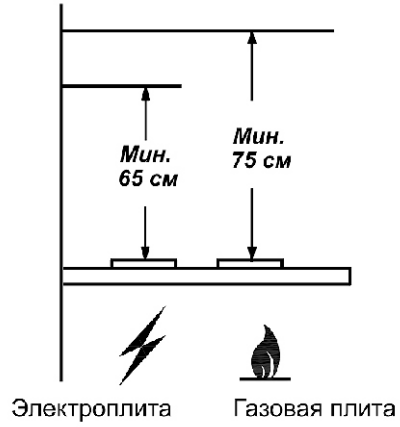

рис. 1
1.2 Вытяжку устанавливайте на высоте, как показано на рис. 1.
4.7 Устанавливайте кухонную вытяжку над плитой в соответствии с рис. 1.